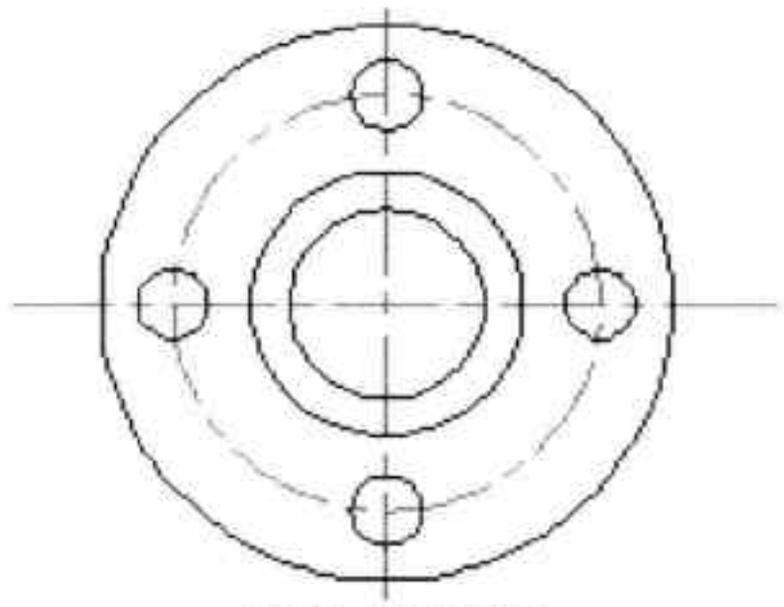

图21-6 阵列圆
Step 06 执行“环形阵列”命令，将半径为 11 的圆进行 360° 环形阵列，以圆心为阵列中心点，项目数为 4，如图 21-6 所示，法兰盘平面图绘制完成。